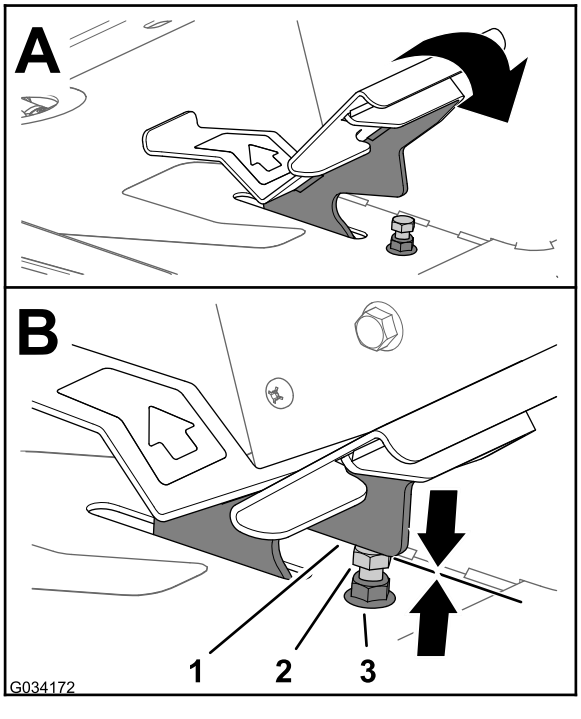
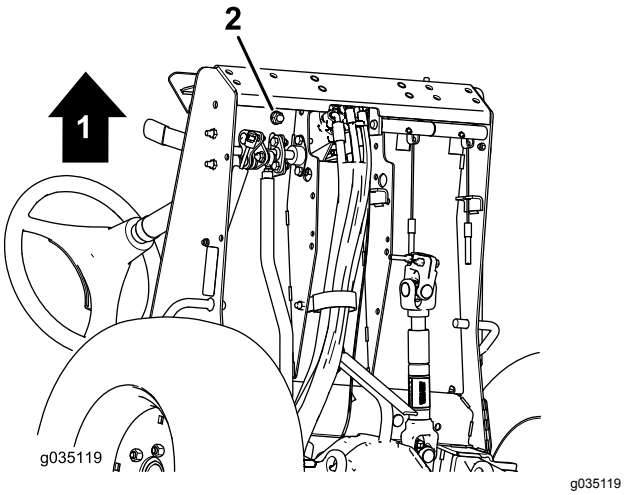

Figur 77
Figur 78
1. Flyt traktionspedalen helt fremad (Figur 77).
A. Hold traktionspedalstoppet (Figur 77) med en nøgle.
B. Løsn kontramøtrikken nederst på fodstøttepladen (Figur 78).
C. Sæt traktionspedalen i den fulde fremadgående position (Figur 77).
D. Mens du holder traktionspedalstoppet, skal du justere kontramøtrikken, der sidder ovenover fodstøttepladen (Figur 77), indtil traktionspedalen kommer i kontakt med stoppet.
F. Mens du holder traktionspedalstoppet, skal du tilspænde kontramøtrikken nederst på fodstøttepladen (Figur 77 og Figur 78) til 37 til 45 N·m.